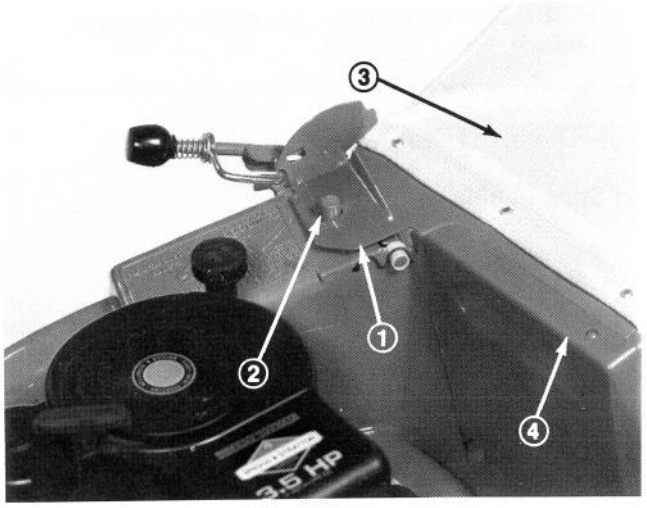

Figure 16
3. Slide guide hole in upper bag frame onto locating stud on mower housing (Fig. 16); then set rear of bag frame onto lower handle (Fig. 18).